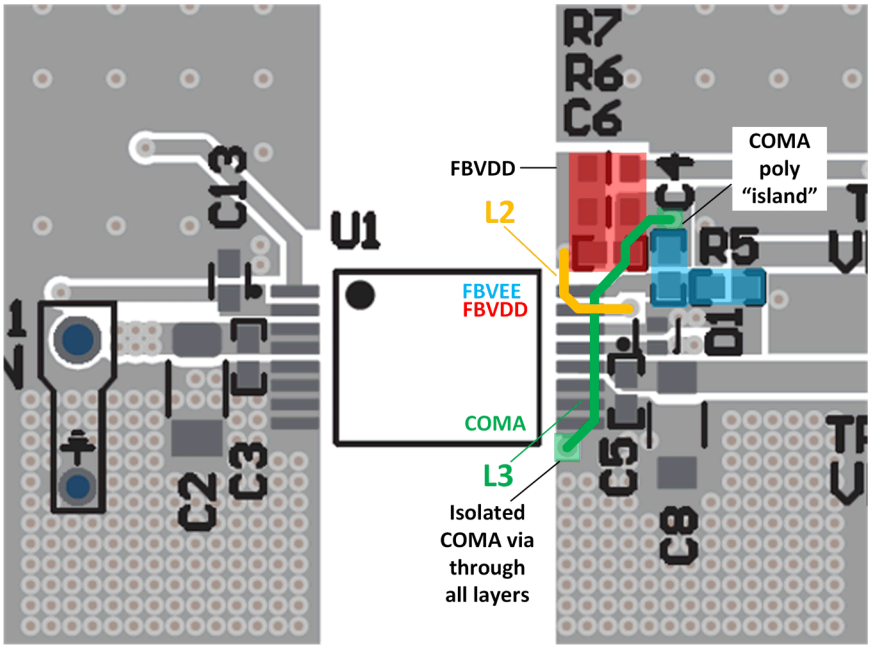

図 8-7. FBVDD (R6-7、C6)、FBVEE (R5、C4)、COMA 配線
f. 図 8-7 にレイアウト例を示します。ここで、L2 (黄) はレイヤ 2 に配線され、L3 (緑) はレイヤ 3 に配線されています。